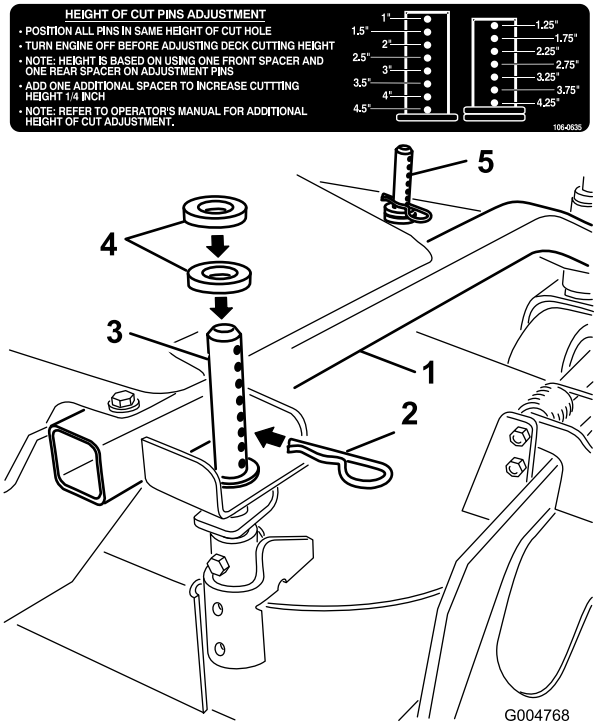

Figura 13
1. Seleccione el taladro en el pilar de ajuste de altura de corte y la cantidad de espaciadores correspondiente a la altura de corte deseada (Figura 13).
2. Con la ayuda del manillar de elevación, levante el lateral de la plataforma y retire el pasador de horquilla (Figura 13).
3. Agregue espaciadores o quítelos de ser necesario y luego alinee los taladros e introduzca el pasador de horquilla (Figura 13).